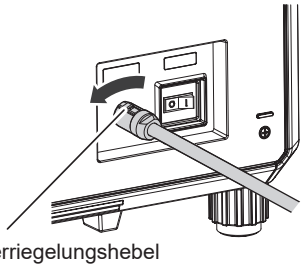
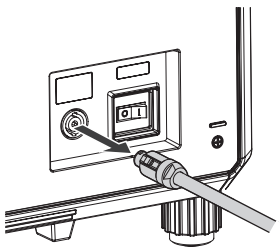

Abb. 1
Abb. 2
2) Drehen Sie den Netzkabelstecker gegen den Uhrzeigersinn, während Sie den Verriegelungshebel zu sich hin schieben (Abb. 1), und entfernen Sie den Stecker von Anschluss <AC IN> am Projektor (Abb. 2).